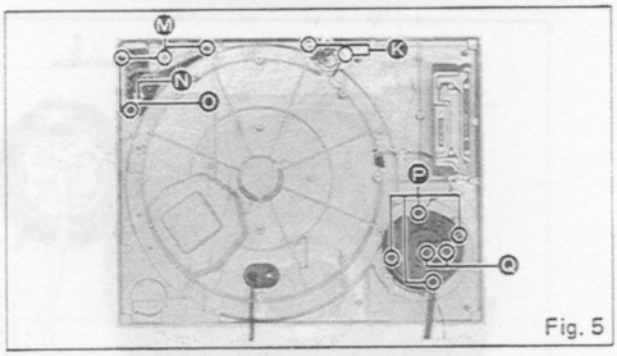

Fig. 5
11. Remove 2 screws Ⓚ of the stylus-illuminator lamp ass'y as shown in Fig. 5.
13. Remove 4 screws Ⓜ as shown in Fig. 5.
14. Remove 1 circlip Ⓝ and switch cam Ⓞ as shown in Fig. 5.
16. Remove 4 screws Ⓟ of the arm base cover as shown in Fig. 5.
17. Remove 2 screws Ⓠ of the phono cord clamper as shown in Fig. 5.